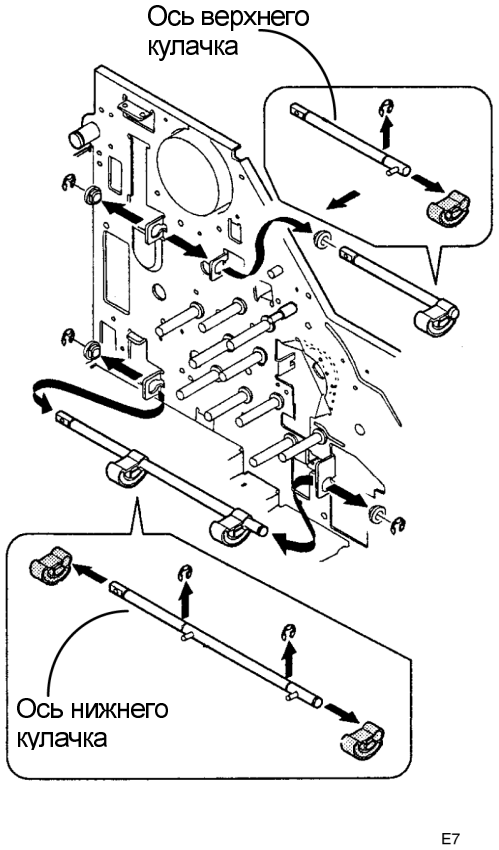

Рисунок 6. Снятие осей и кулачков
7. (Рисунок 6): Снимите оси и кулачки.